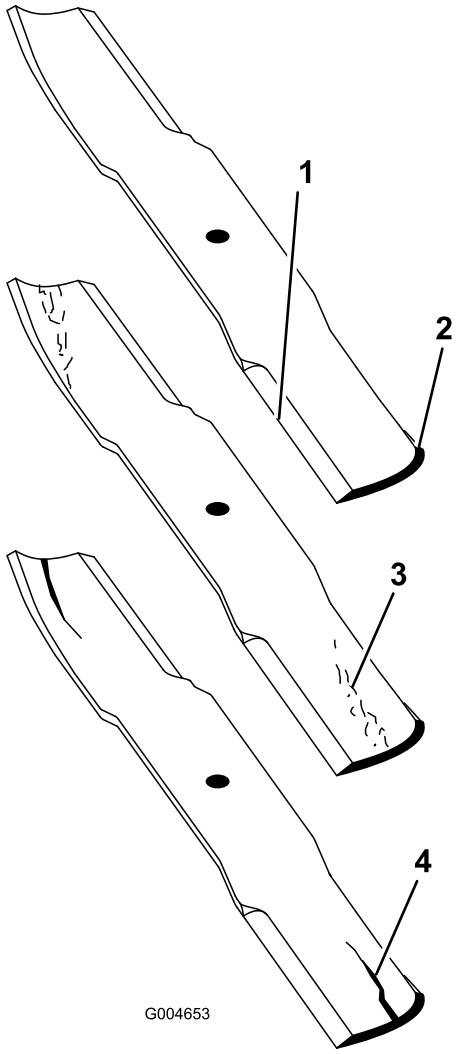

Figura 87
2. Examine cuidadosamente los extremos de corte de la cuchilla, sobre todo en el punto de reunión entre la parte plana y la parte curva de la cuchilla (Figura 87). Puesto que la arena y cualquier material abrasivo pueden desgastar el metal que conecta las partes curva y plana de la cuchilla, compruebe la cuchilla antes de utilizar el cortacésped. Si se aprecia desgaste (Figura 87), cambie la cuchilla.
Si se permite que la cuchilla se desgaste, se formará una hendidura entre la vela y la parte plana de la cuchilla (Figura 87). Con el tiempo, una parte de la cuchilla puede desprenderse y ser arrojada desde debajo de la carcasa, posiblemente causando lesiones graves a usted o a otra persona.